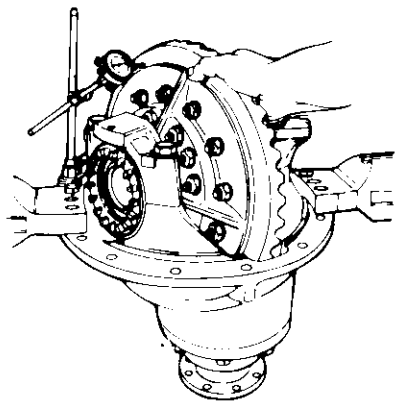

FIGURA 13
e) Verifique, em seguida, a planicidade da face traseira da coroa, conforme ilustra a figura 13. Se o valor encontrado exceder a 0.20 mm, remova a coroa, verifique as causas e corrija.